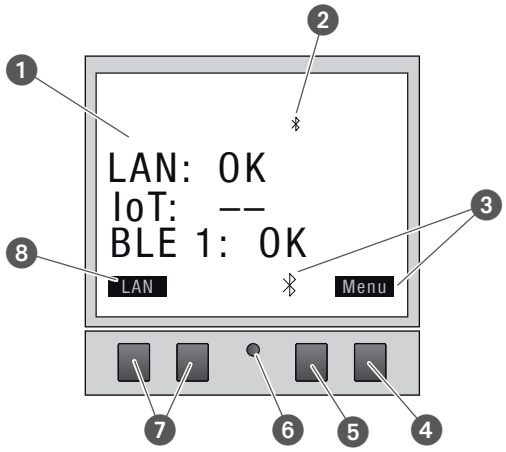

Fig. 2 : Structure de l'écran
Affichage des fonctions des deux touches droites (fig. 2/❹ + ❺)
Affichage des fonctions des deux touches gauches (fig. 2/❼)
La structure des menus s'affiche à l'écran une fois la touche Menu actionnée (fig. 2/❹).